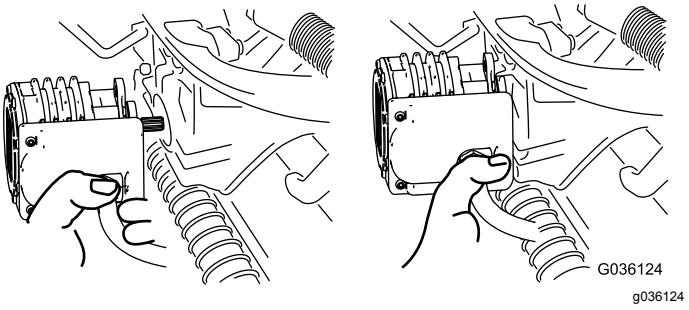

Figur 53
4. Flytt motoren til lagringsplassen foran på hjulopphengsarmen (Figur 53).